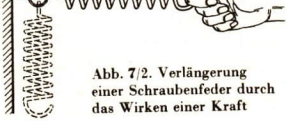

Abb. 7/2. Verlängerung einer Schraubenfeder durch das Wirken einer Kraft
3. Kraftmessung durch Verformen elastischer Körper. Zieht man beispielsweise an einer Schraubenfeder, so wird sie verlängert (Abb. 7/2). Je stärker man zieht, *je größer also die Kraft ist, desto größer ist die Verlängerung* der Feder. Wie Versuche ergeben haben, stehen die Verlängerung der Feder und die Zugkraft in direktem Verhältnis. Dies gilt jedoch nur bis zur Elastizitätsgrenze; denn die Zugkraft darf nicht so groß werden, daß die Feder ihre Elastizität verliert.